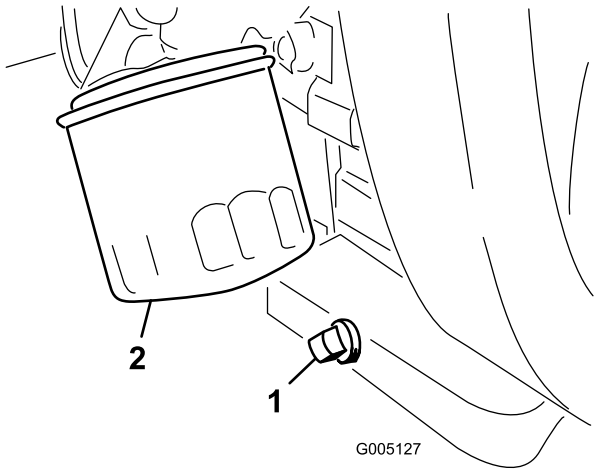

Figur 43
1. Afmonter den bageste aftapningsprop (Figur 43), og lad olien løbe ned i en drænbakke. Monter aftapningsproppen igen, når olien holder op med at løbe.
2. Fjern oliefilteret (Figur 43). Påfør et let lag ren olie på den nye filterpakning.